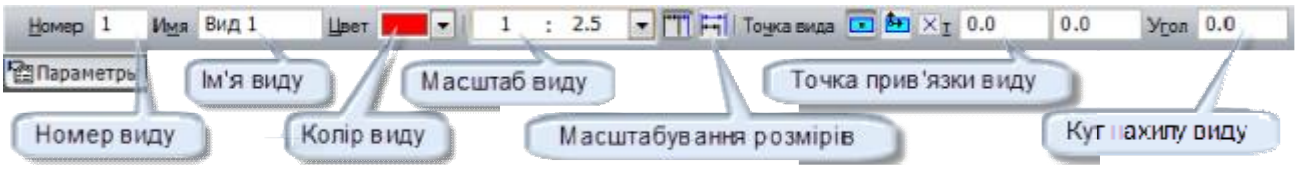

*Рисунок 5.4 – П*анель параметрів поточного виду.
В панелі параметрів виду вказати потрібний масштаб та інші властивості виду (рис. 5.4).
1) Доцільно створити новий вид на кресленні в масштабі 1:1 (*Вставка* ⇒ *Вид*), помістивши початок його координат в центр тієї з проекцій майбутнього креслення, що містить круглі елементи (рис. 5.4). Основні рекомендації щодо проведення геометричних побудов елементів креслення викладено в лекційному курсі.